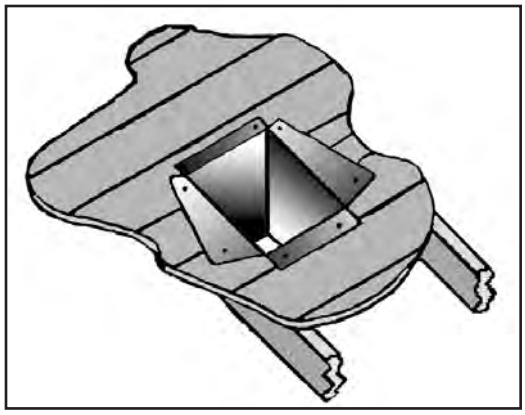

Figure 42: Cathedral Ceiling Support Box Installation.
5. Using tin snips, cut the "Support Box" from the top corners down to the roof line, and fold the resulting flaps over the roof sheathing (Figure 42). Before nailing it in to the roof, run a bead of non-hardening mastic around the top edges of the "Support Box", to make a seal between the box and the roof. Clean out any combustible material from the inside of the "Support Box".
2. Remove the four (4) ¼" screws that hold the flue collar elbow to the unit body.
3. Carefully remove the elbow being sure not to damage the gasket that is glued to the flue collar elbow, it seals the flue to the firebox (see Figure 42).